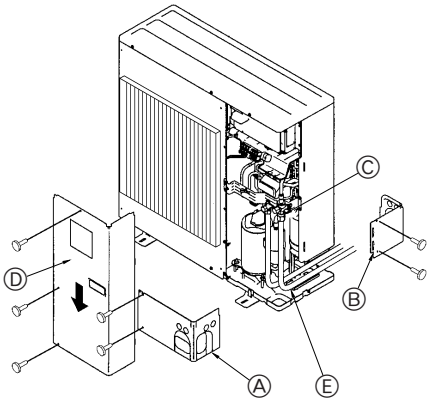

Fig. 4-3
① Afmonter hætten, træk håndtaget hen imod Dem og drej en 1/4 omgang mod uret for at åbne.
② Kontroller, at stopventilen er helt åben, skub håndtaget ind og drej hætten tilbage til den oprindelige position.
4.3. Kølerør (Fig. 4-3)